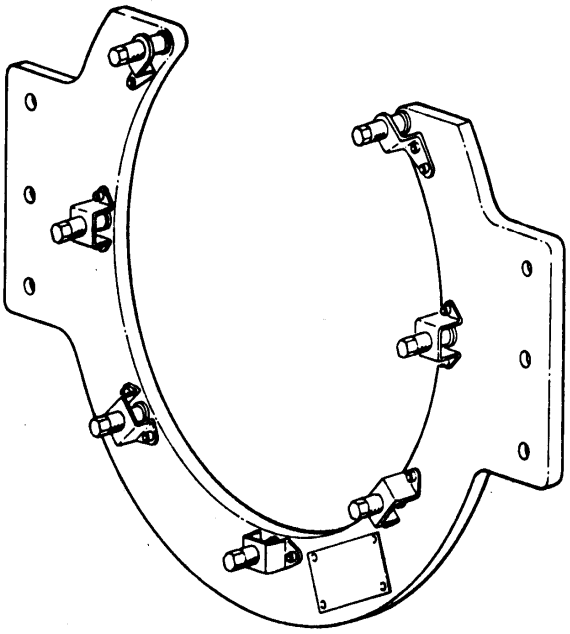

Figure 4. 6796820 Reduction Gear Unit–to–6799764 Adapter Attaching Adapter
f. Install reduction gear in 6795905 turnover stand using 6799764 engine component adapter attaching adapter and 6796820 attaching adapter (figure 4).